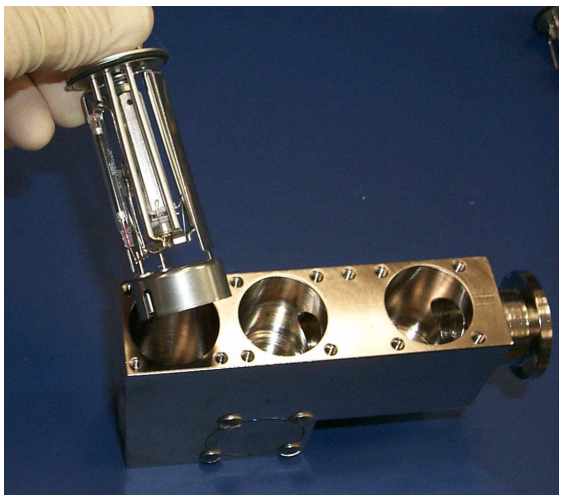

Figure 5-19 Preamplifier Removal
9. Carefully remove the preamplifier from the spectrometer tube body (Figure 5-19) and place it carefully on a clean surface.